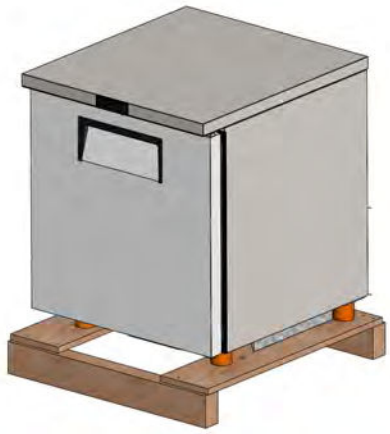

***Fig. 1.*** Remove exterior packaging.
1. Remove the outer packaging (cardboard and bubbles or styrofoam corners and clear plastic). See fig. 1. Inspect for concealed damage. **Again, immediately file a claim with the freight carrier if there is damage.**